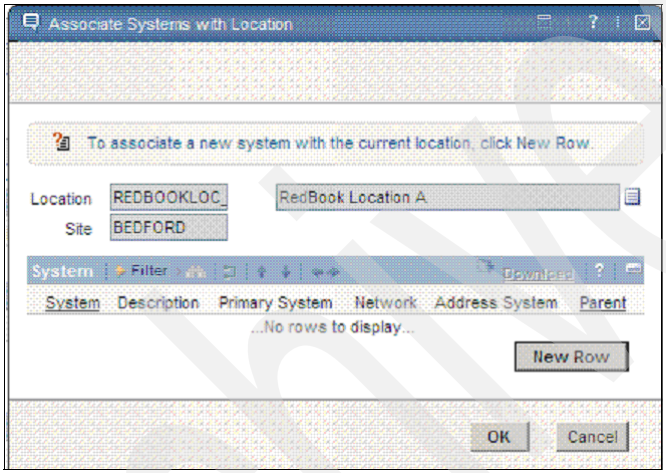

Figure 3-22 Associate system with location
4. From the Action menu, select the **Associate system with location** option, as shown in Figure 3-22.